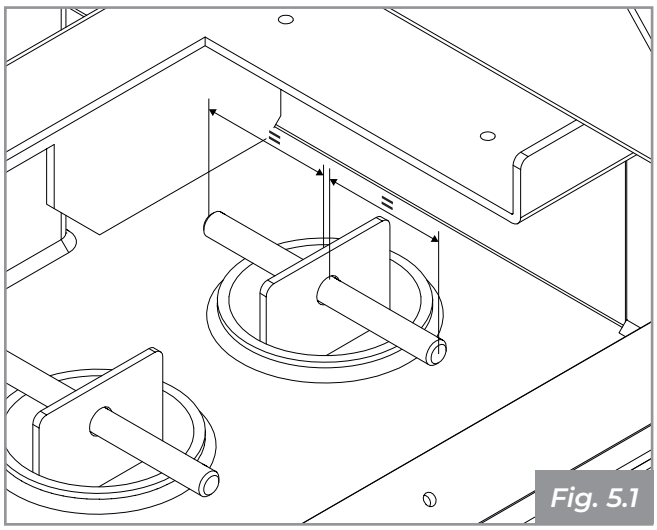

*Fig. 5.1*
- verificare il corretto posizionamento delle spine sui turbolatori **(Fig. 5.1)** e dei deflettori giro fumi;